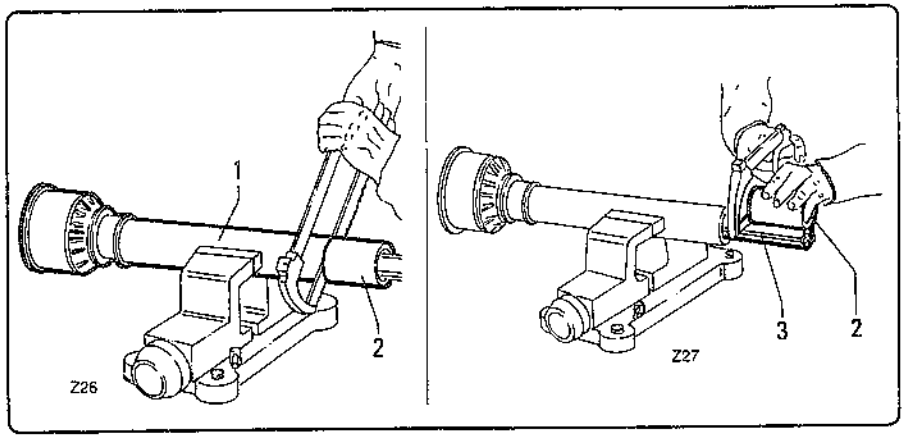

fig. 4.3.2
- Couper d'abord la protection "1" fig. 4.3.2 et utiliser le tronçon "2" come référence pour la coupe de l'arbre cannelé.
- *Zunächst den Schutz "1" Abb. 4.3.2 der Gelenkwelle durchsägen. Das abgesägte Stück "2" als Bezug für das Absägen der Keilwelle verwenden.*